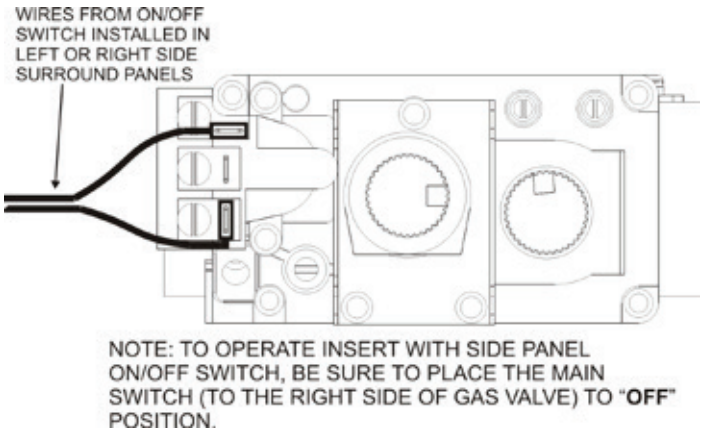

**Figure 17**
2. **Millivolt Valve** - Attach the flag terminal ends to the "TH/TP" and "TH" terminals on the front terminal block of the gas valve. **See Figure 17.**
a. For millivolt valve connections, **see Figure 17.**
2a. Attach the flag terminal ends to the “TH/TP” and “TH” terminals on the front terminal block of the MV gas valve. **See Figure 17.**